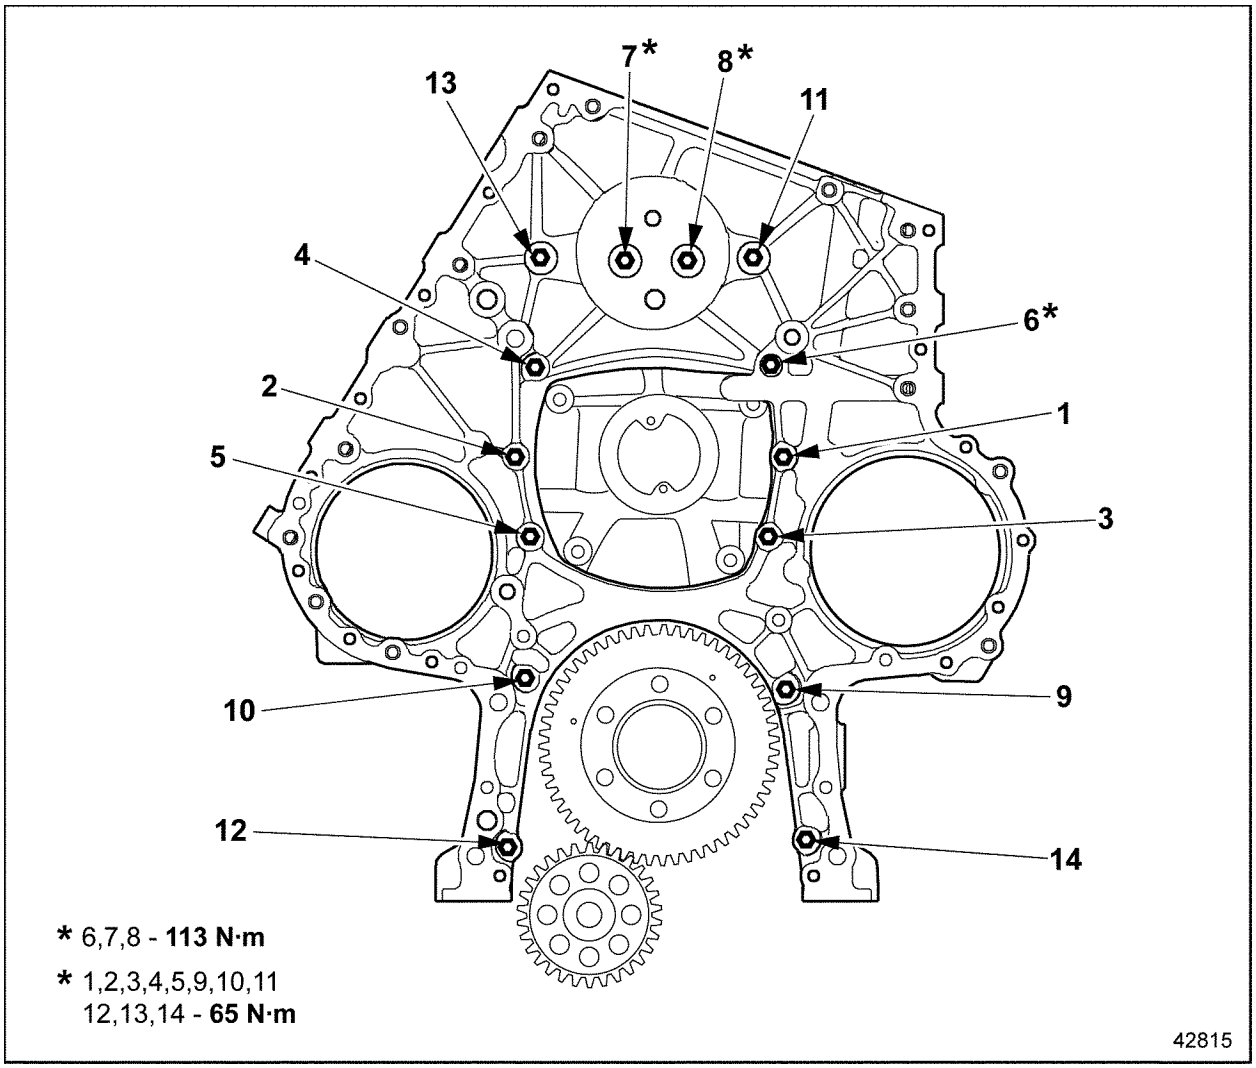

Figure 1-217 Gear Case Torque Sequence for Series 60 2002 Engine
7. There are 14 bolts that secure the gear case to engine block. For bolt torque and torque sequence see Figure 1-217.